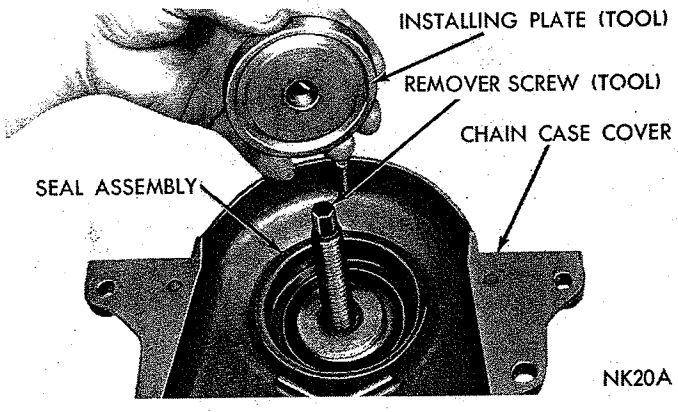

*Fig. 32—Positioning Installer Plate on a New Seal (Tool C-3506)*
(1) Insert remover screw through removing and installing plate so that the thin shoulder will be facing up.
(2) Insert remover screw with plate through the seal opening (inside of chain case cover facing up).
(3) Place seal in the cover opening, with neoprene down. Place the seal installing plate into the new seal, with protective recess toward lip of seal retainer (Fig. 32).